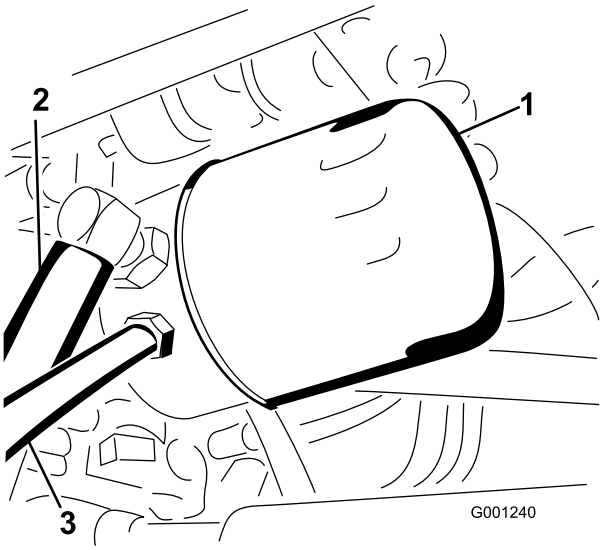

Figuur 70
4. Reinig de omgeving van het hydraulische filter en verwijder het filter (Figuur 70).